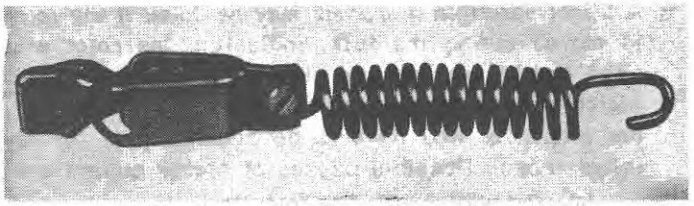

Figure 22
2. Disconnect the battery ground cable from the battery. Connect the test ammeter and the 1/4 ohm series resistor between the output terminal and the output lead. Figure 22 shows a typical 1/4 ohm series resistor. The meter circuit should be set on the 0 to 60 ampere scale. Reconnect the battery ground cable.